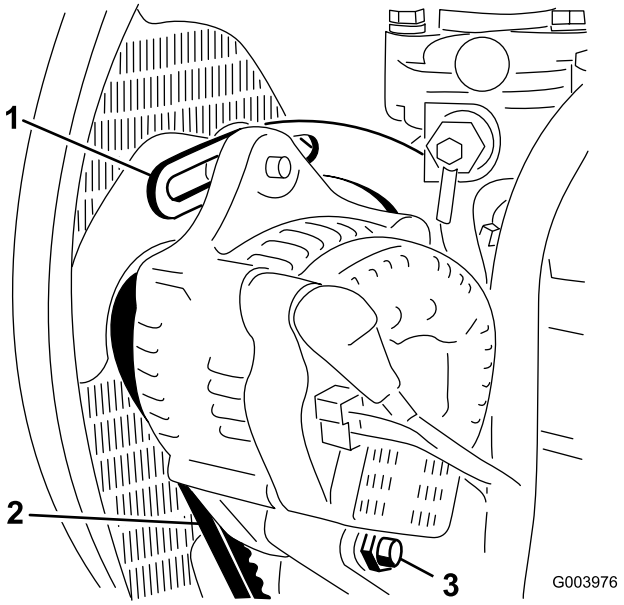

Figur 60
2. Kontroller spenningen ved å trykke ned remmen (Figur 60) midt mellom vekselstrømsgeneratoren og veivakselrullene med en kraft på 10 kg.
3. Løsne skruene som fester avstiveren til motoren (Figur 60), skruen som fester vekselstrømsgeneratoren til avstiveren og svingbolten.